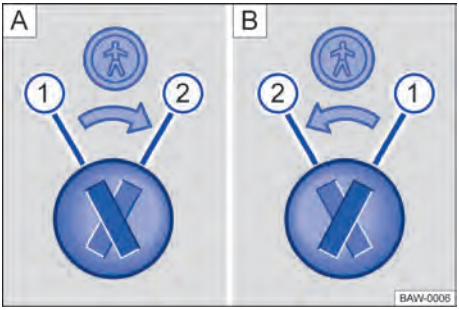

Fig. 47 Cierre de seguridad para niños: A puerta trasera izquierda, B puerta trasera derecha.
Leyenda para→ fig. 47:
– Introducir el paletón de la llave en la ranura del seguro para niños para activarlo o desactivarlo → fig. 47.